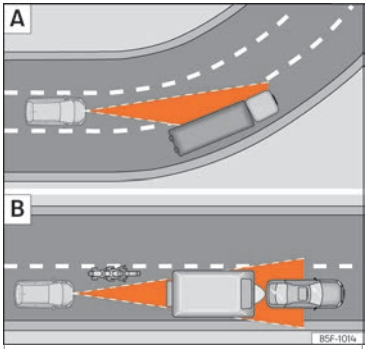

Fig. 182 A Vehicle on a bend. B Motorcyclist ahead, out of range of the radar sensor.
The ACC may not detect the vehicle in front on a curve, or may regulate the distance from vehicles in other lanes ››› **Fig. 182** A.
- Vehicles that are not aligned while driving or that are outside the sensor's detection area, such as motorcycles ››› **Fig. 182** B